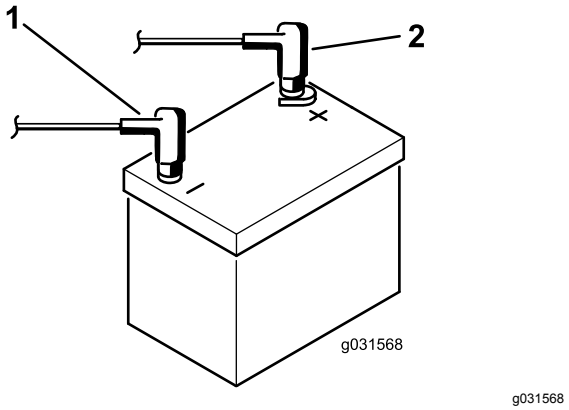

Figur 4
8. Anslut den röda pluskabeln till plusanslutningen (+) och den svarta minuskabeln till minusanslutningen (−) på batteriet, och fäst kablarna med skruvarna och muttrarna (Figur 4).